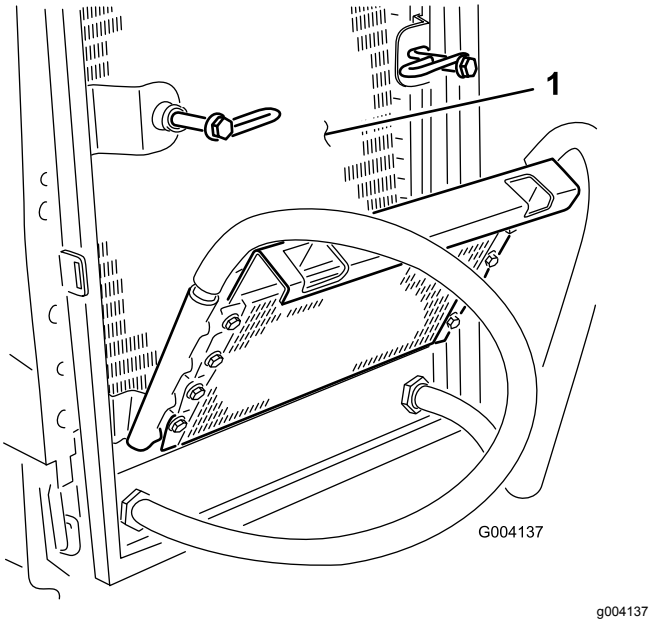

Figur 53
7. Börja från fläktsidan av kylaren och blås den ren med tryckluft med lågt tryck (3,45 bar) (använd inte vatten). Upprepa steget från kylarens framsida och därefter på nytt från fläktsidan. Rengör noga på båda sidor om oljekylaren. När kylaren och oljekylaren har rengjorts noga ska eventuellt skräp som har samlats på maskinens övriga delar (Figur 53) blåsas bort med tryckluft.